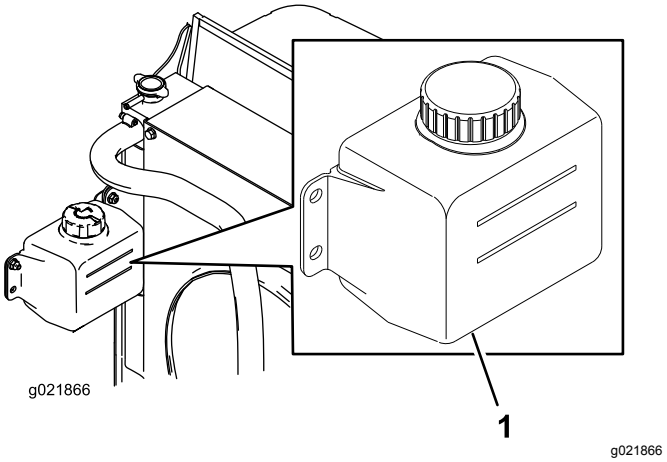

**Figur 16**
1. Kontrollera kylvätskenivån i expansionstanken (Figur 16).